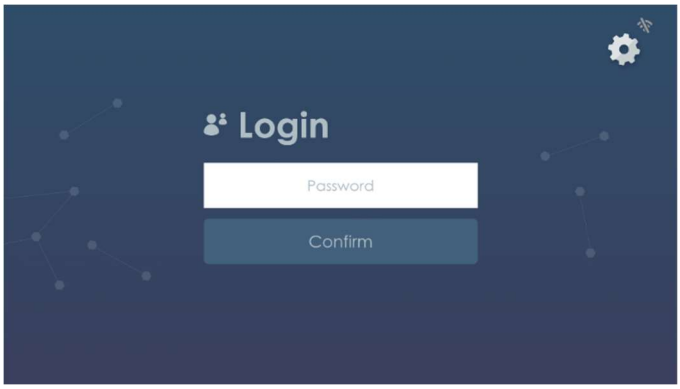

Figure 4. Login screen of LOAA Analyzer (Network connection OFF)
6) When the LOAA Analyzer is powered on, the login screen (Figure 4) is displayed and you can go to the main screen after entering correct user password (Figure 5, Figure 6). User password has been set in initial configuration step.